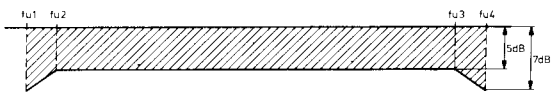

Fig. 13
- Diese Aufnahme abspielen. Die festgestellten Werte in eine Graphik eintragen. Abb. 13 gibt an, innerhalb welcher Grenzen der Frequenzgang liegen soll. (Wenn nötig, den Vormagnetisierungsstrom nachstellen, siehe Kapitel F).